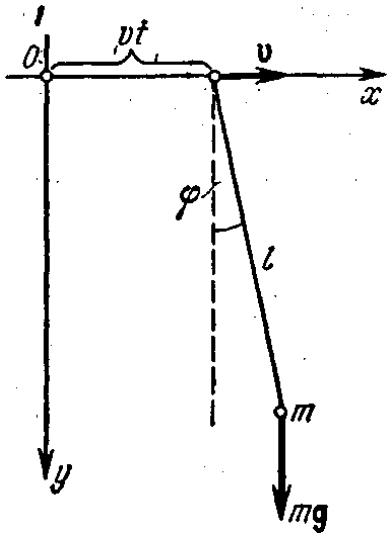

Рис.5
3. Маятник с равномерно движущейся точкой подвеса. (рис.5)